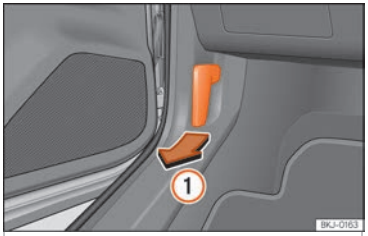

Fig. 183 Release lever in the driver's footwell area.
• Open the door and pull the lever under the dashboard ››› Fig. 183 ①.